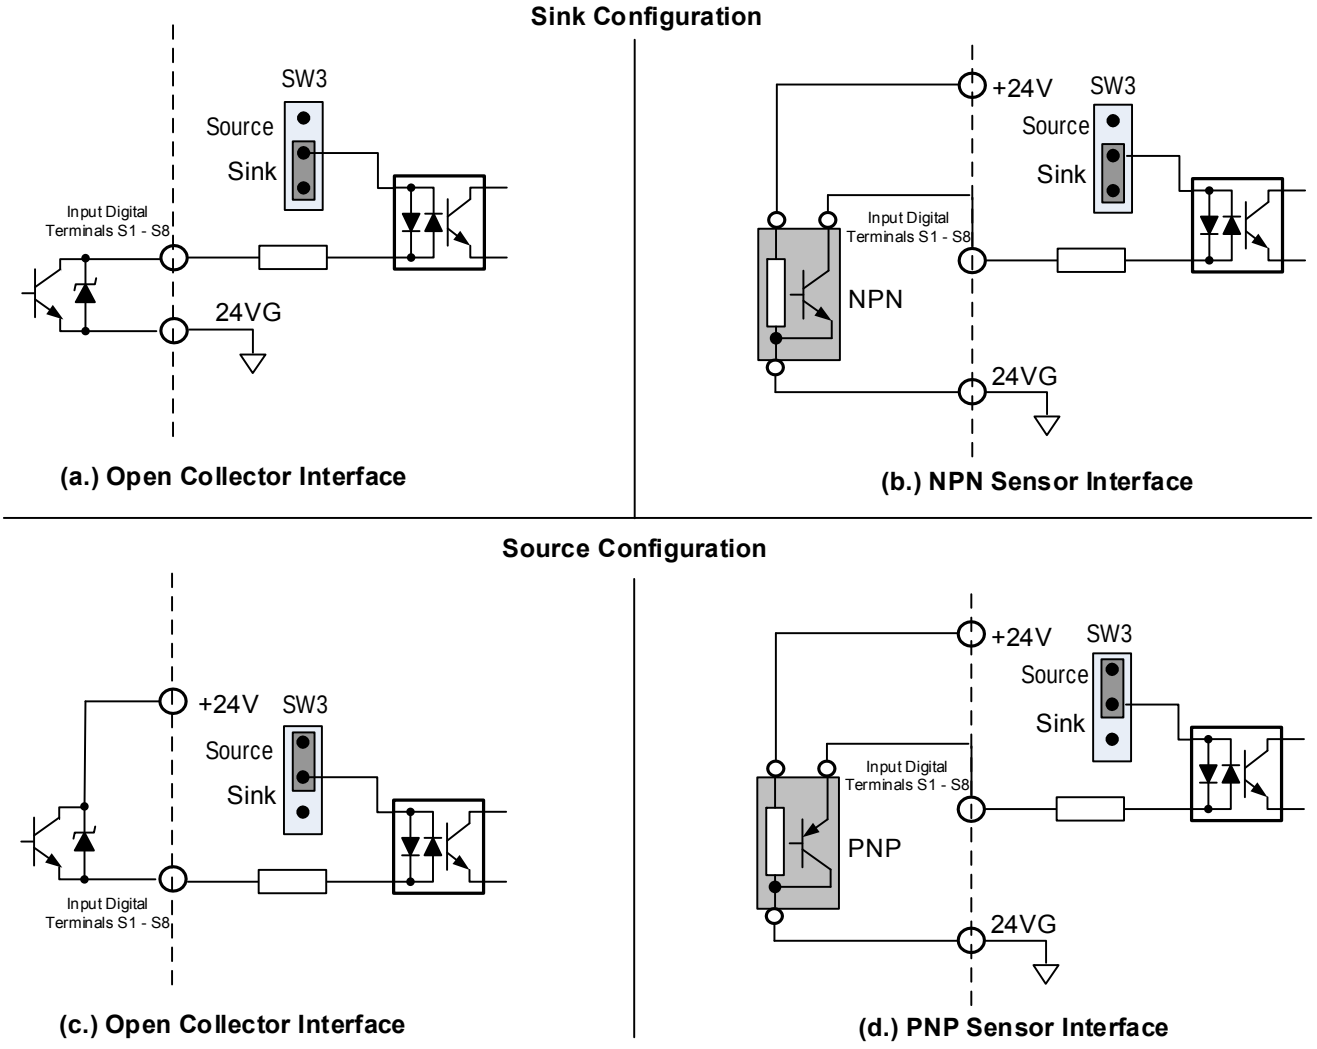

Fig. 3.17.3 Sink / Source Configurations
(5) In Section 3.8 the control boards referenced have a jumper SW3 that can select the digital input to terminals ① - ⑧ to be set for SINK or SOURCE. The following Fig. 3.17.3 (a.) – (d.) shows examples for the various SINK / Source interfaces.